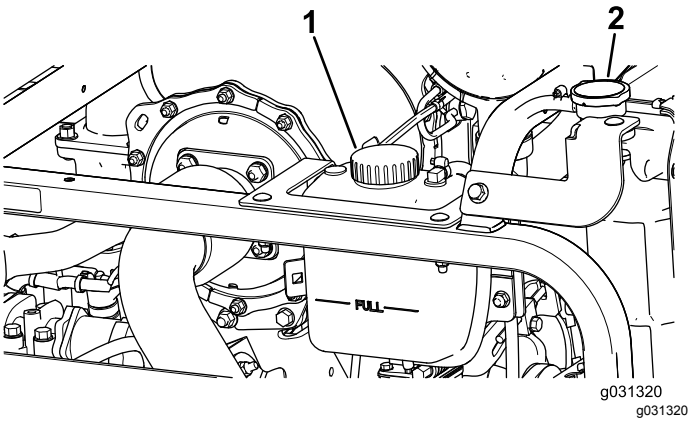

**Figur 119**
1. Afmonter forsigtigt kølerens dæksel og ekspansionsbeholderens dæksel (Figur 119).
2. Kontroller kølervæskestanden i køleren (Figur 119).